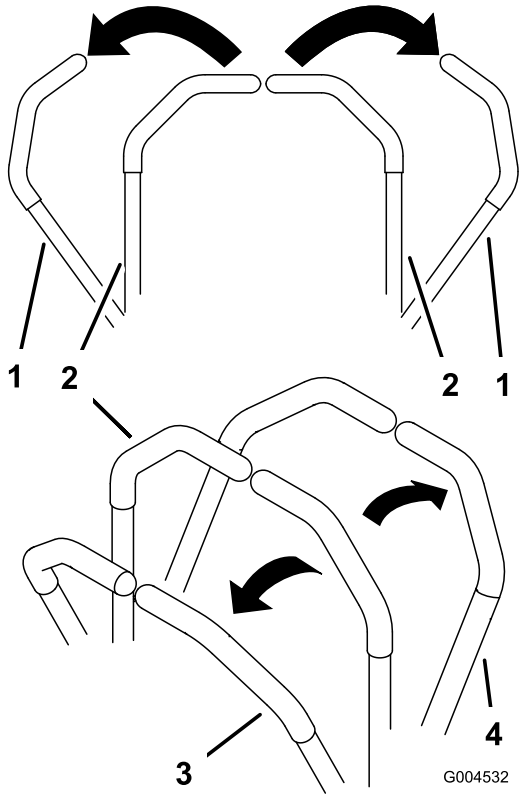

**Figuur 17**
3. Om vooruit te rijden, duwt u de rijhendels langzaam naar voren (Figuur 17).
Om in een rechte lijn te rijden, moet u gelijkmatige druk uitoefenen op beide rijhendels (Figuur 17).
Om te draaien, beweegt u de rijhendel naar de neutraalstand, in de richting waarin u wilt draaien (Figuur 17).
2. Om achteruit te rijden, trekt u de rijhendels naar achteren (Figuur 17).
Om te draaien, vermindert u de druk op de rijhendels in de richting waarin u wilt draaien (Figuur 17).